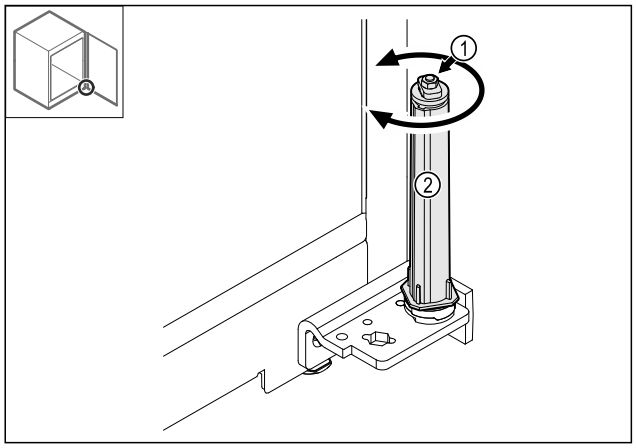

Fig. 37
▶ Nu dezasamblați îmbinarea filetată *Fig. 37 (1)* a sistemului de închidere.
▶ Rotiți sistemul de închidere *Fig. 37 (2)*, până când face clic.